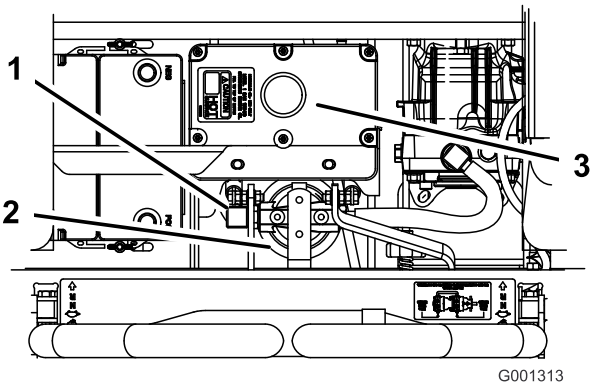

Figuur 73
4. Verwijder de rechter hydraulische leiding die naar het tussenstuk gaat (Figuur 73).
6. Monteer de rechter hydraulische leiding op het tussenstuk (Figuur 73).